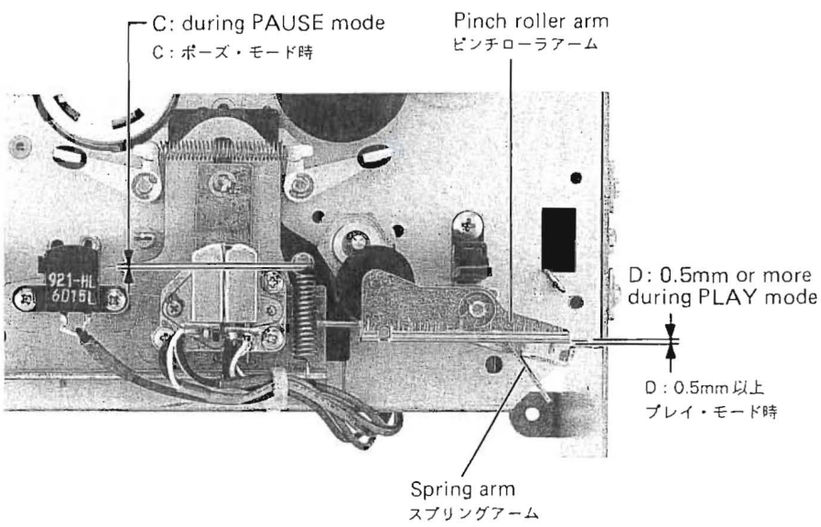

Fig. 5-8
1. With the deck in the play mode, check that there is clearance of 0.5 mm or more between the pinch roller arm and the spring arm ("D" in Fig. 5-8).
4. Repeat switching operations from STOP to PAUSE mode two or three times, and make sure that when repeating steps 1 and 2, the clearances "D" and "B" are within the specified range respectively. Also make sure there is a clearance between head base and spring stud ("C" in Fig. 5-8).
**Note:** During play operation, make sure there is a clearance of 0.5 mm or more between the pinch roller arm and the spring arm. Refer to Fig. 5-8.